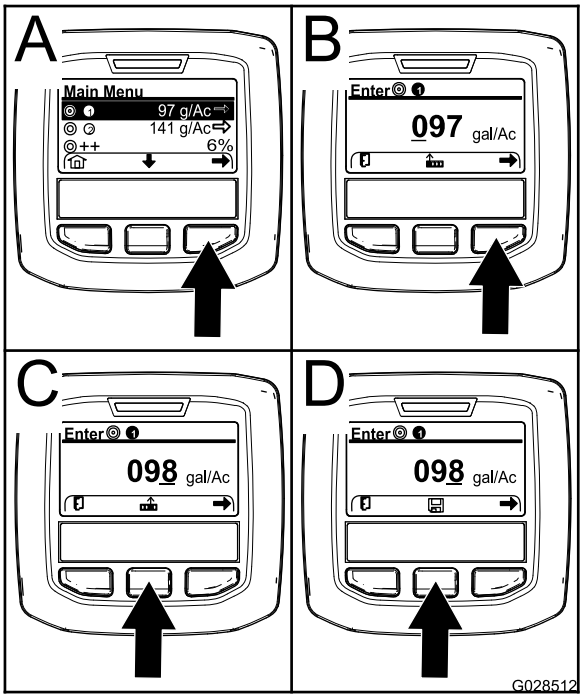

Figuur 67
2. Druk indien nodig op de middelste selectieknop om de gebruiksdosis voor spuitprogramma 1 aan te duiden (Figuur 67).